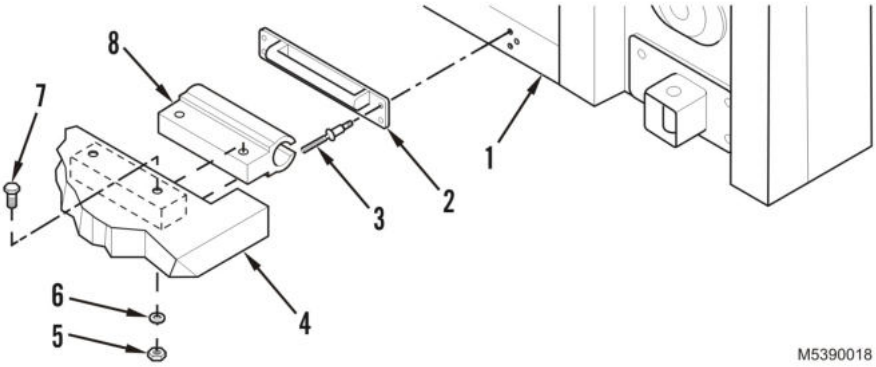

Figure 1. Tailgate Hinge Removal and Installation.
1. Install four new rivets (Figure 1, Item 3) securing male tailgate hinge (Figure 1, Item 2) to cargo body.
2. Install two capscrews (Figure 1, Item 7), two washers (Figure 1, Item 6), and two new locknuts (Figure 1, Item 5) securing female tailgate hinge (Figure 1, Item 8) to tailgate (Figure 1, Item 4).
3. Tighten capscrews (Figure 1, Item 7) and torque to 168 lb-in (19 N•m).